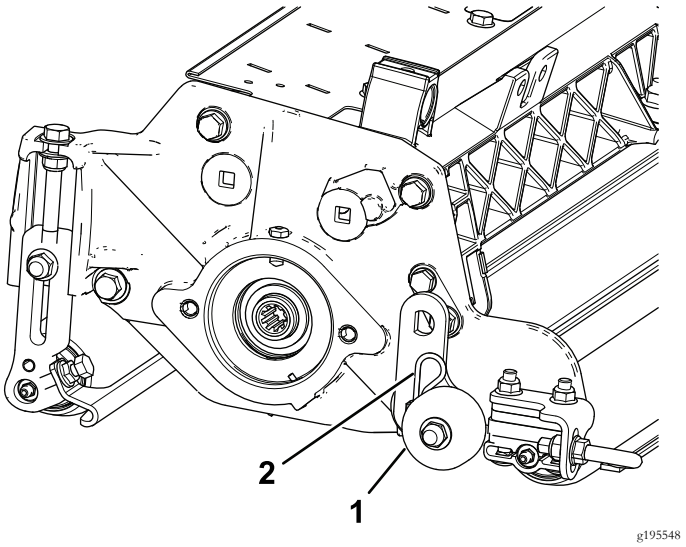

Figura 4
2. Sujete un soporte de rodillo de transporte al pasador de cada chapa lateral con una chaveta (Figura 4).